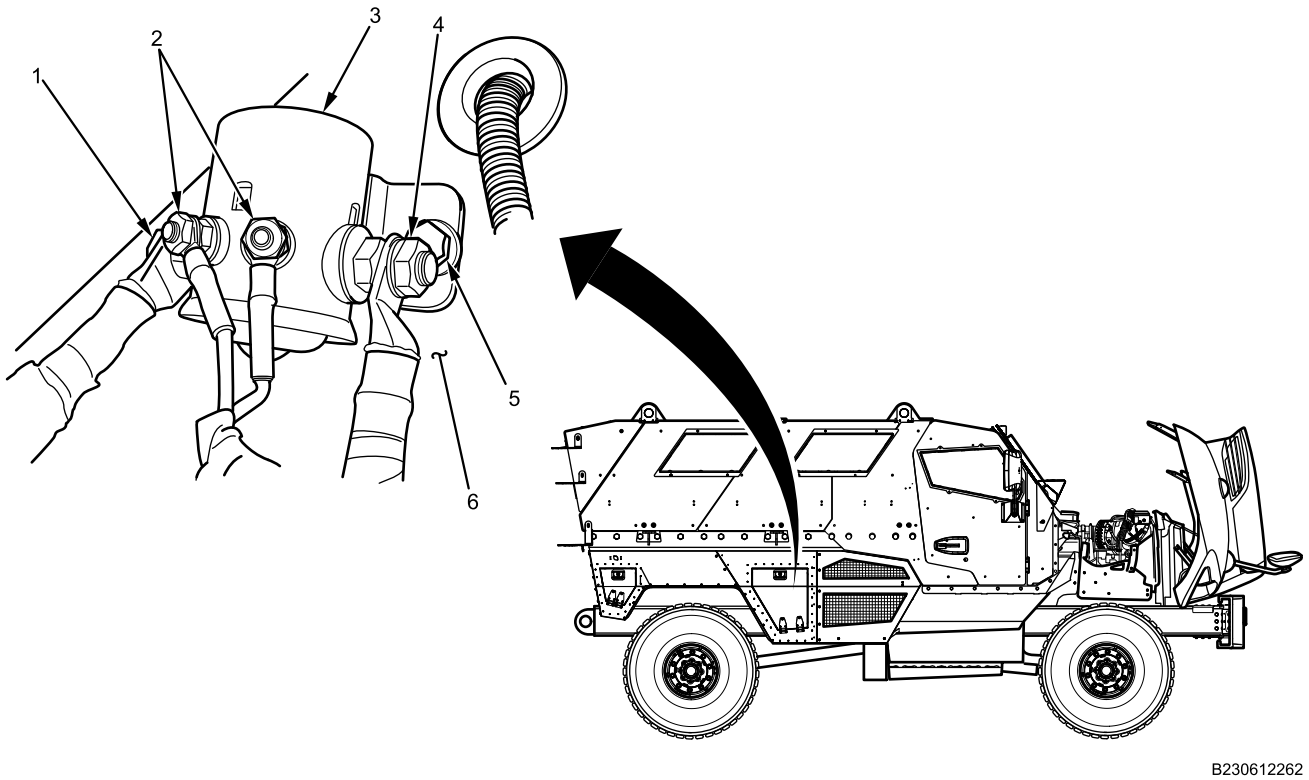

Figure 1. 110V Inverter MAIN POWER Switch Wiring.
1. Remove two nuts (Figure 1, Item 1 and 4) securing positive cables to 110V inverter MAIN POWER switch (Figure 1, Item 3).
2. Remove two nuts (Figure 1, Item 2) securing switch control wires to switch (Figure 1, Item 3).
3. Remove two nuts and bolts (Figure 1, Item 5) securing switch (Figure 1, Item 3) to stowage box (Figure 1, Item 6) and remove switch.